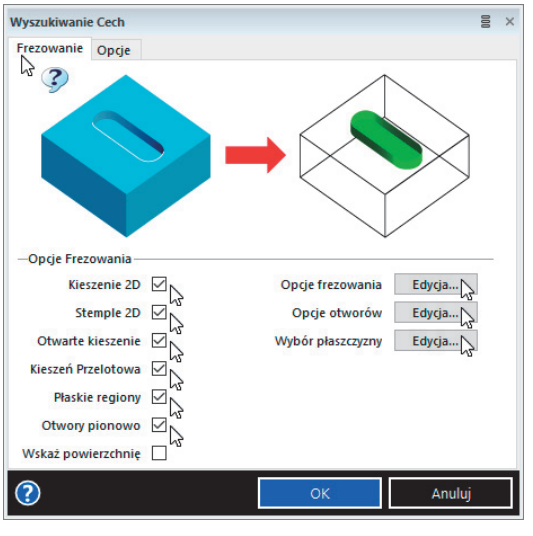

Rysunek 9.53. Okno automatycznego wyszukiwania cech technologicznych — karta Frezowanie
2. Okno dialogowe *Znajdź cechy* zawiera dwie karty: *Frezowanie* i *Opcje* (rysunek 9.53).
1. Na karcie *Frezowanie* znajdują się ustawienia *Opcje frezowania* (rysunek 9.53). Po wybraniu przycisku *Edycja* pojawią się opcje widoczne na rysunku 9.54.
1. Na karcie *Frezowanie* znajdują się ustawienia *Opcje otworów* (rysunek 9.53). Po wybraniu przycisku *Edycja* pojawią się opcje widoczne na rysunku 9.55.
1. Na karcie *Frezowanie* znajdują się ustawienia *Wybór płaszczyzny* (rysunek 9.53). Po wybraniu przycisku *Edycja* pojawią się opcje widoczne na rysunku 9.56.
1. W oknie dialogowym *Wyszukiwanie Cech* kliknij kartę *Opcje* (rysunek 9.53).